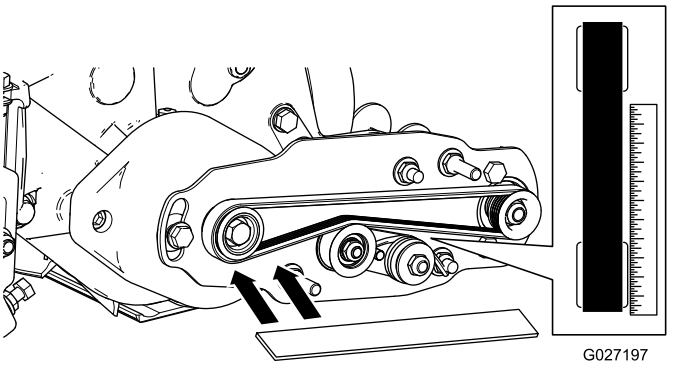

**Figur 18**
- Lägg ett objekt med rak kant längs med **drivskivans** ytterkant (Figur 18). Lägg **inte** den raka kantbiten längs med både drivskivan och den drivna skivan.